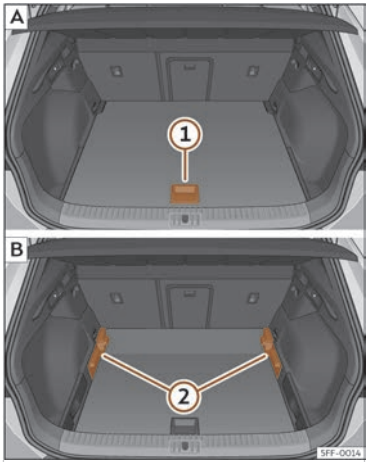

Fig. 177 Terra variable del maleter: A posició alta; B posició baixa.
- Per passar de la posició baixa a l'alta, aixequeu la base per l'agafador ››› **fig. 177** ①, estireu-lo cap enrere fins que la part davantera de la base sobrepassi totalment els suports ②.
- Feu desplaçar el terra cap endavant sobre els suports fins que topi amb el respatller dels seients posteriors i, a continuació, abaixeu la base amb l'agafador ①.
- Per passar de la posició alta a la baixa, aixequeu la base per l'agafador ››› **fig. 177** ①, estireu-lo cap enrere fins que la part davantera de la base sobrepassi totalment els suports ②.
- Deixeu caure la part anterior contra la base i empenyeu la base cap endavant fins que topi amb el respatller dels seients posteriors i abaixeu al mateix temps la base amb l'agafador ①.
- Amb el terra variable en posició alta, aixequeu-lo per l'agafador ››› **fig. 177** ①, estireu-lo i empenyeu-lo cap al respatller dels seients posteriors fins que es plegui per la línia de frontissa i la part mòbil del terra hi descansi a sobre.